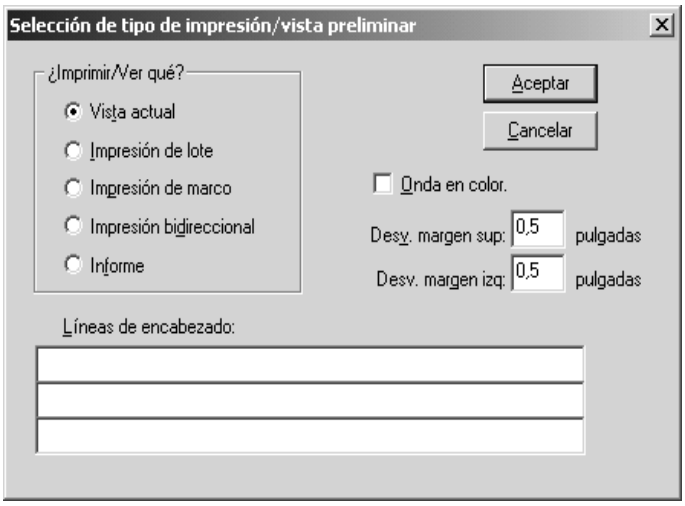

Figura 10-1: Cuadro de diálogo de selección de tipo de impresión/vista preliminar
3. Seleccione Archivo>Imprimir (o Vista preliminar). Aparecerá el cuadro de diálogo Imprimir/vista preliminar que aparece en Figura 10-1.